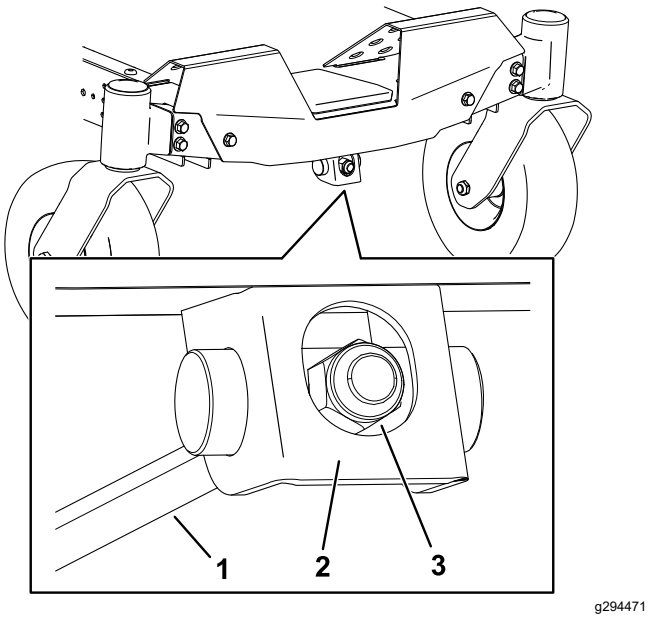

Figuur 70
1. Draai de stelmoer in de voorkant van de maaier (Figuur 70).